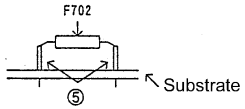

Figure 3 Installing the F702
Place product ⑤ on the leads and install the capacitor covers over as shown in Figure 3.